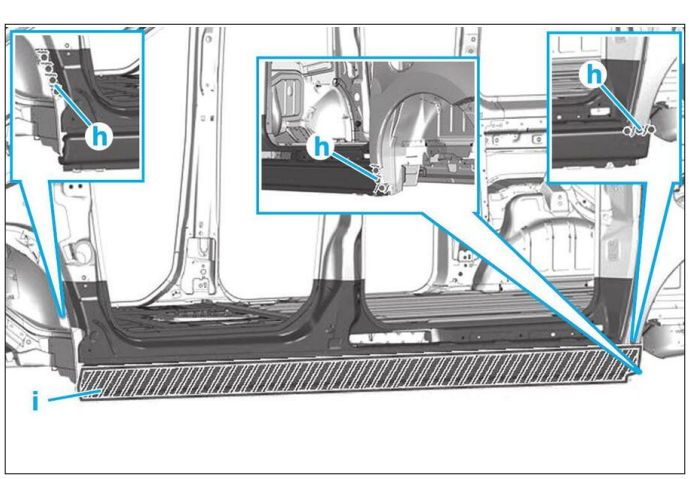

FIG. 73
• Appliquer une couche d'impression phosphatante sur la zone mise à nue **(Fig.73)**.